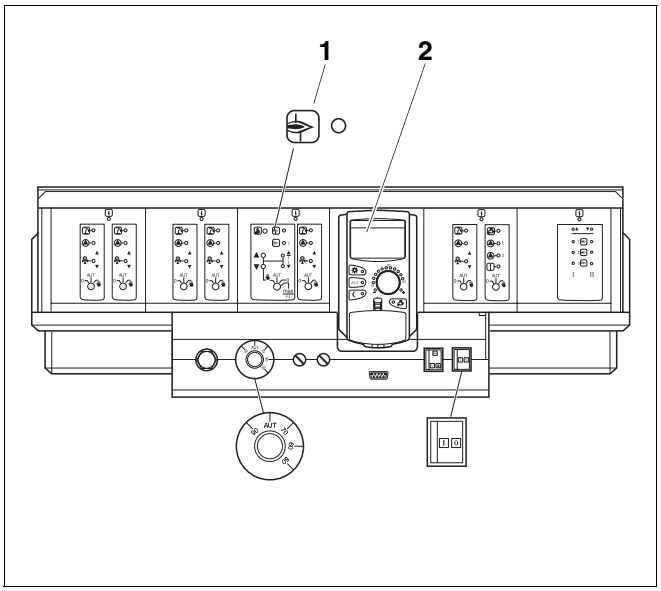

Fig. 3 Eliminación de los fallos del quemador
Los fallos de la instalación se muestran en el display (fig. 3, **pos. 2**) del aparato regulador. Encontrará información más detallada sobre las indicaciones de fallos en las instrucciones de uso del aparato regulador correspondiente. En el caso de producirse un fallo en el quemador, se ilumina adicionalmente el piloto de fallos y el diodo de señalización (fig. 3, **pos. 1**) en el aparato regulador.